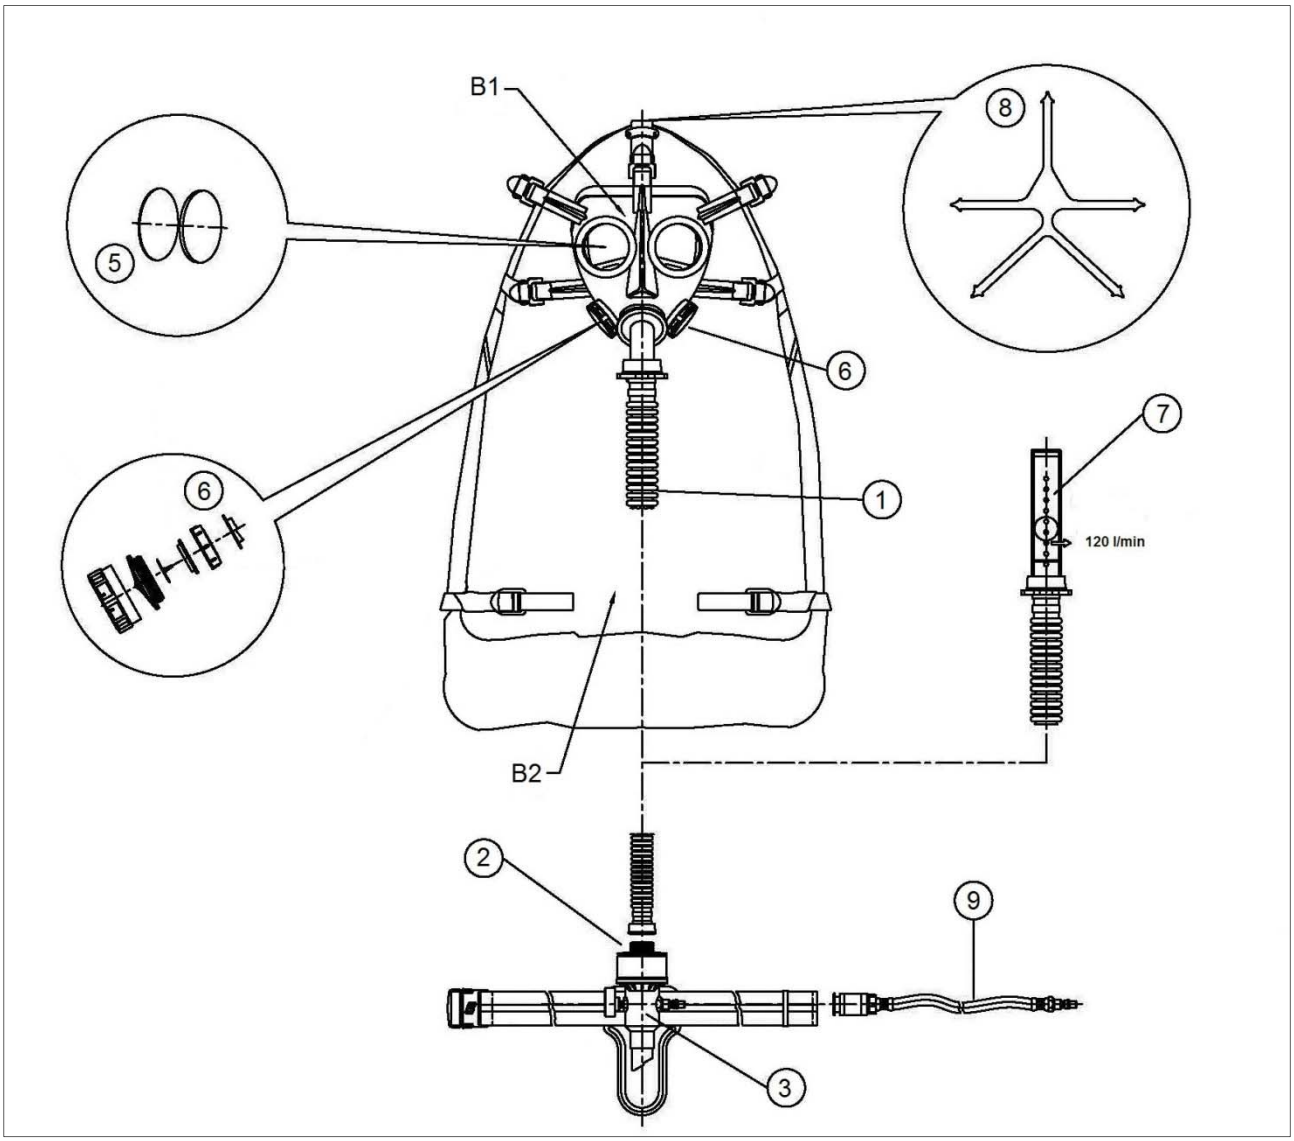

Fig. 2 - ACS 951
3.1.2. Maschera con cappuccio ACS 951 (vedi fig.2)